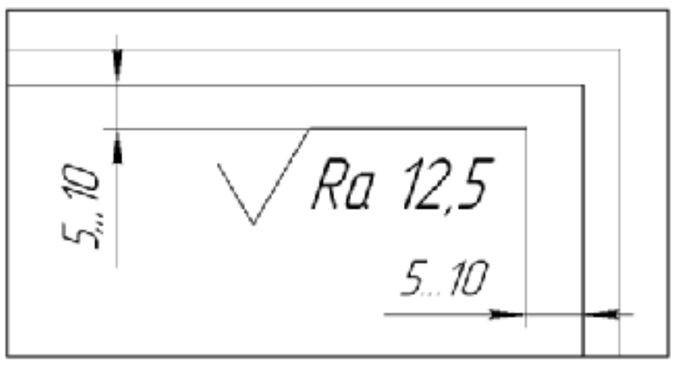

Рисунок 47
1. Поверхность детали обработана всюду одинаково, тогда условный знак шероховатости ставится в правом верхнем углу формата. Рисунок 47.